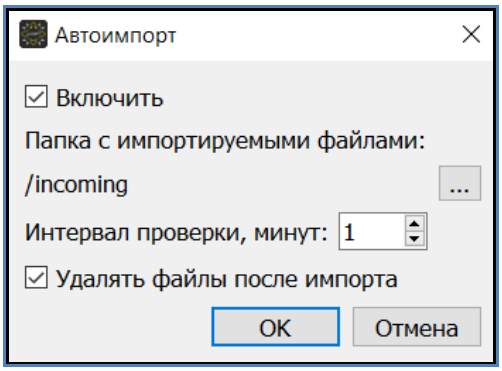

Рисунок 18
4.2.3.6. Выбор пункта меню «Автоимпорт» позволяет открыть окно «Автоимпорт», содержащее следующую информацию (рисунок 18):